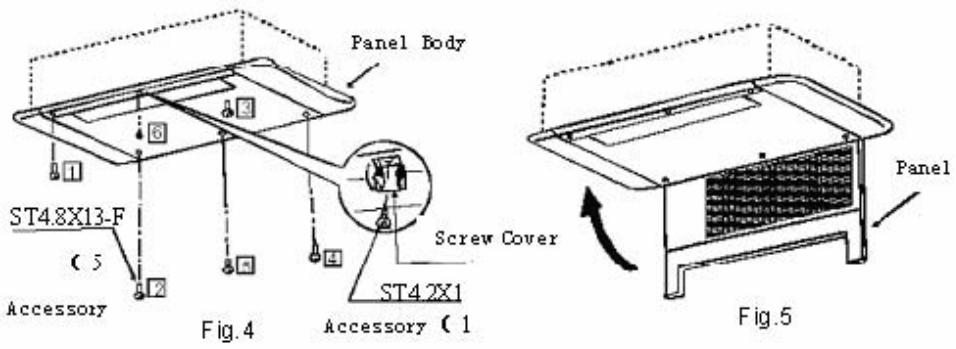

Fig.4 Fig.5
2. AS shown in Fig.4, install the panel body, and then tighten the screws according to the sequences in the figures.